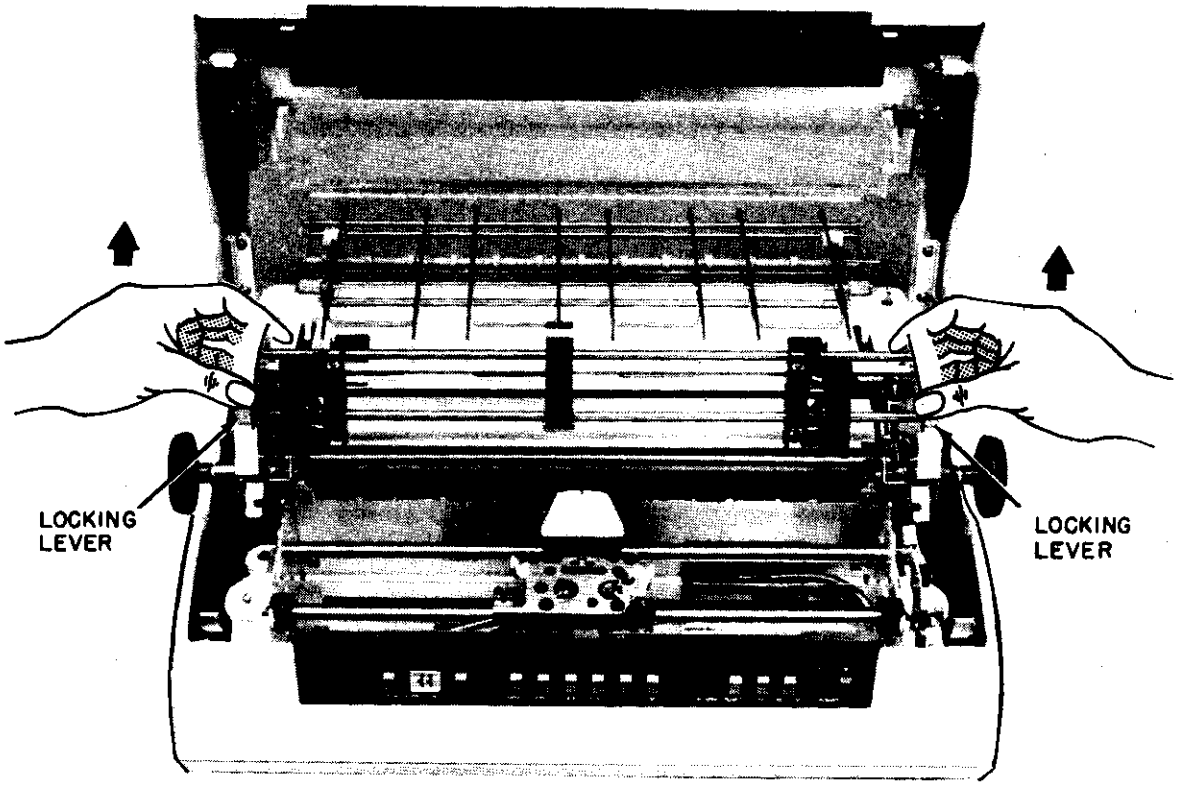

Figure 3-4 Forms-Tractor Assembly Removal
c. Press the locking levers and raise the assembly upward and toward the rear of the printer to remove it (Figure 3-4).